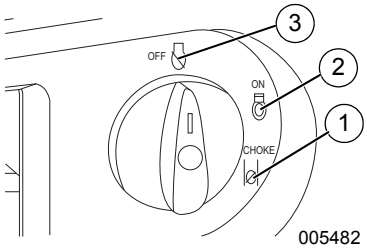

***Figure 3-2.Off/Run/Choke Positions***
1. See ***Figure 3-2***. Rotate the Off/Run/Choke switch to CHOKE (1).
4. See *Figure 3-2*. When engine starts, rotate Off/Run/Choke dial to RUN (2). Choke operation is reduced as Off/Run/Choke dial is rotated towards RUN.
3. See *Figure 3-2* Rotate Off/Run/Choke dial to OFF (3).
1. See *Figure 3-2*. Turn Off/Run/Choke dial from OFF to RUN. This will open the fuel valve and permit starting.